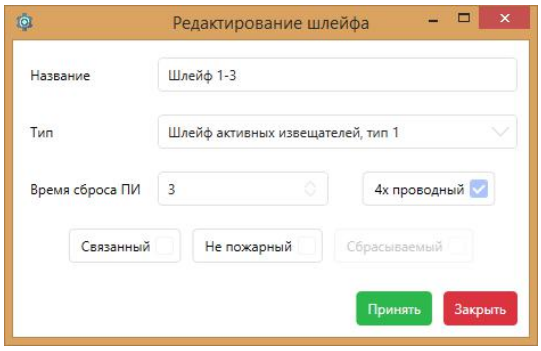

Рис. 7 - Настройка 4-х проводного шлейфа
2) В появившемся окне (см. рисунок 7) изменить название шлейфа (при необходимости);